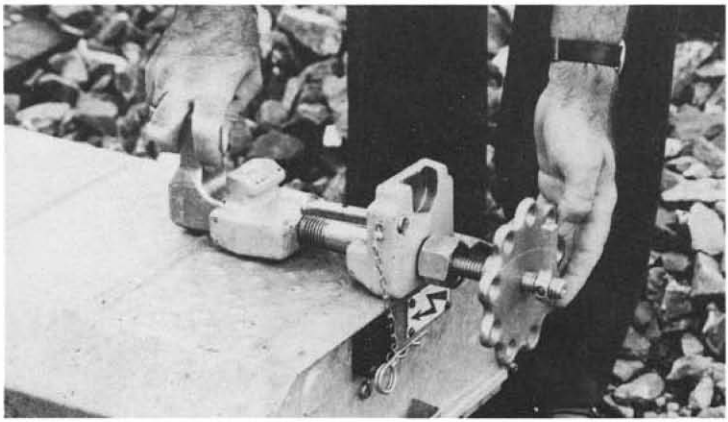

Bild 4
c) Handrad bis zum Handgriff zurückdrehen (vgl. Bild 4).